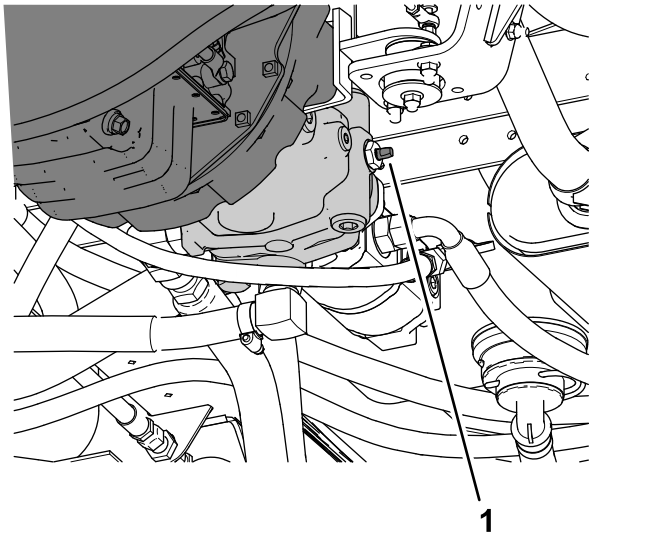

図 60
3. 牽引用バイパスバルブ図 60を左右どちらかに90°回転させるとバルブが開く。